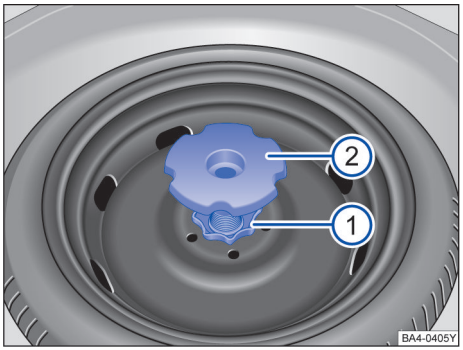

图 208 行李厢内：备用车轮（类型 A）固定手轮
– 拔出行李厢地板支撑盖→ 图 208 ②。
– 逆时针拧下备用车轮中间的固定手轮→ 图 208 ①，拆下备用车轮。
– 将手轮装到螺柱上，顺时针拧手轮 ①，直至将车轮固定。
– 将行李厢地板支撑盖盖上→ 图 208 ②。